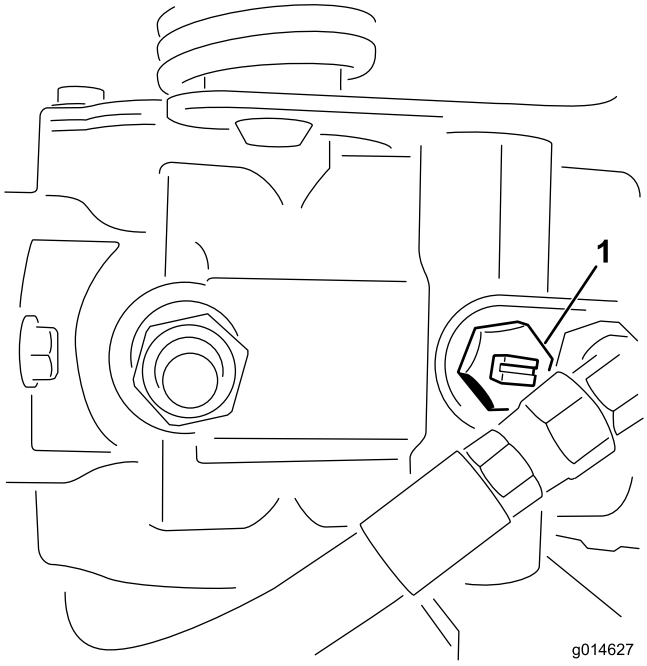

**Figure 39**
1. Trouvez la vanne de dérivation sur la pompe jusqu'à ce que la fente soit verticale (Figure 39).
2. Avant de mettre le moteur en marche, fermez la vanne de dérivation (fente horizontale) (Figure 39). Ne mettez pas le moteur en marche quand la vanne est ouverte.